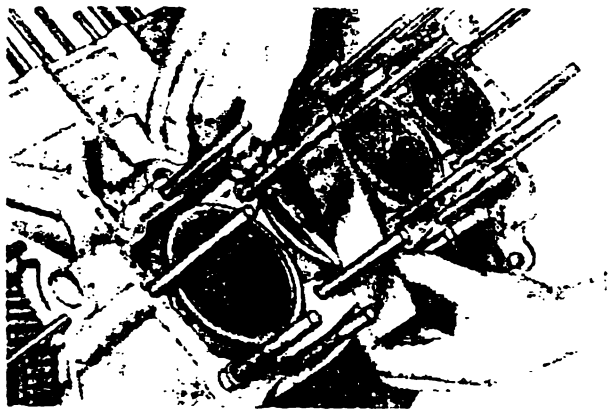

Рис. 65. Определение толщины прокладок под гильзу
1. Установите в блок цилиндров гильзы цилиндров. Подбирайте гильзы при помощи металлической линейки и щупа следующим образом: гильза, установленная в блок без уплотнительной прокладки, должна утопать относительно привалочной поверхности под головку цилиндров. Установите линейку на привалочную плоскость, а щуп введите в зазор между линейкой и торцем гильзы (рис. 65). Выбирайте толщину прокладки таким образом, чтобы после установки гильза выступала над поверхностью блока в пределах 0,02—0,10 мм. Уплотнительные прокладки изготовляются различной толщины: 0,10; 0,15; 0,20 и 0,30 мм. В зависимости от зазора на гильзу цилиндра наденьте ту или иную прокладку; допускается установка двух или трех прокладок. После установки в блок гильзы закрепите ее от выпадания специальными втулками-зажимами (см. рис. 52).